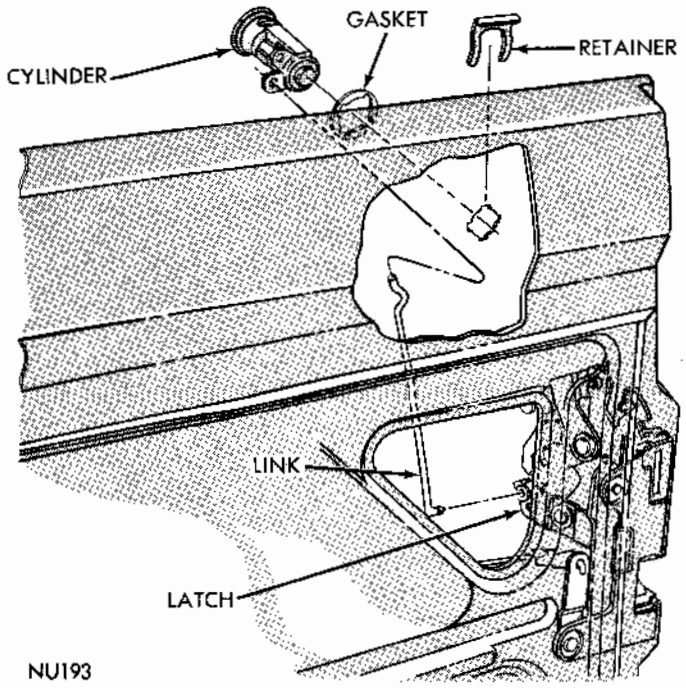

Fig. 17 - Door Lock Cylinder
(1) With window in up position, disconnect cylinder link (Fig. 17) from clip on lock lever and from cylinder.
(2) Remove retainer from cylinder body and cylinder from door.